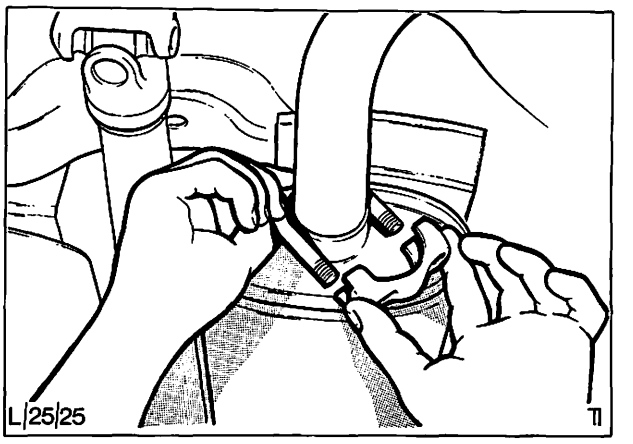

Abb. 2 A = U-Bolzen
2. Klemmschelle vor der Hinterachse vom Auspuffrohr abbauen, Abb. 2.
12. Hintere Auspuffanlage über die Hinterachse her in Einbaulage bringen und hinten in die Gummihalterung einhängen, Abb. 2.